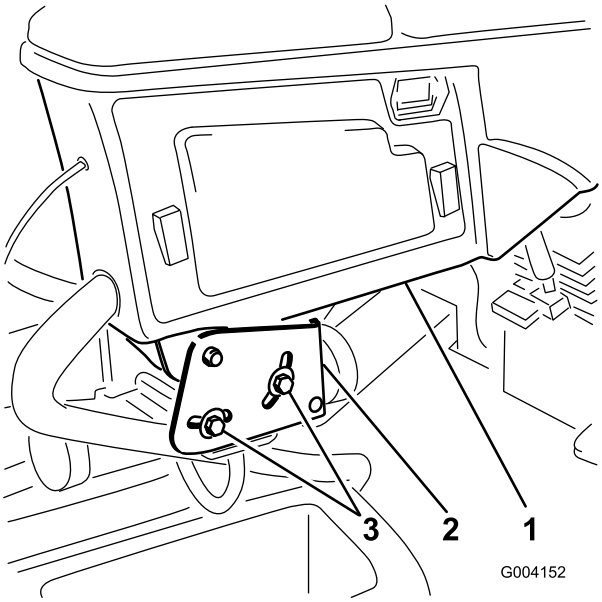

**Figura 2**
1. Afloje los 2 pernos que fijan el brazo de control al soporte de retención (Figura 2).